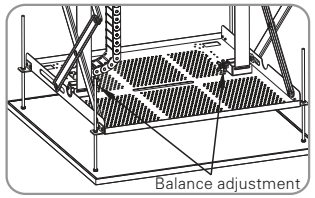

Figure15
11.The installation board may be unbalanced since the difference of woven belt's tightness or the not centric barycenter of projector. To keep the installation board balance please adjust the length of woven belt .(Figure 15)